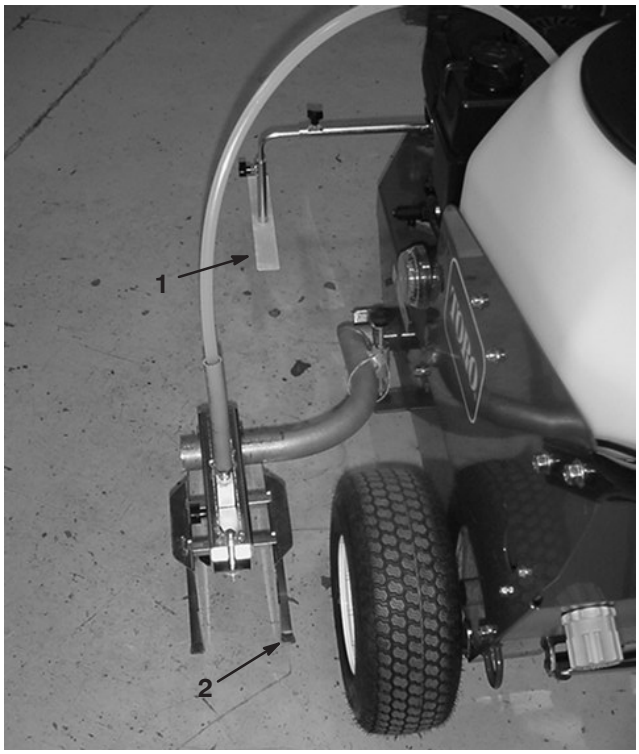

Figure 26
The guide (Fig. 26) allows the operator to stay aligned with a string line or the existing painted line.
1. Loosen the screw securing the line marker (Fig. 26) to the mounting tube.